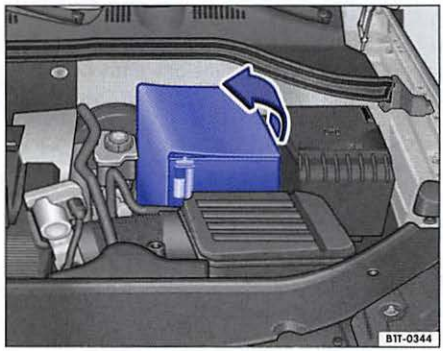

Fig. 134 In the engine compartment: Open the sleeve covering of the vehicle battery.
- *With a soft cover:* Open the sleeve cover to the side in the direction of the arrow ⇒ fig. 134.